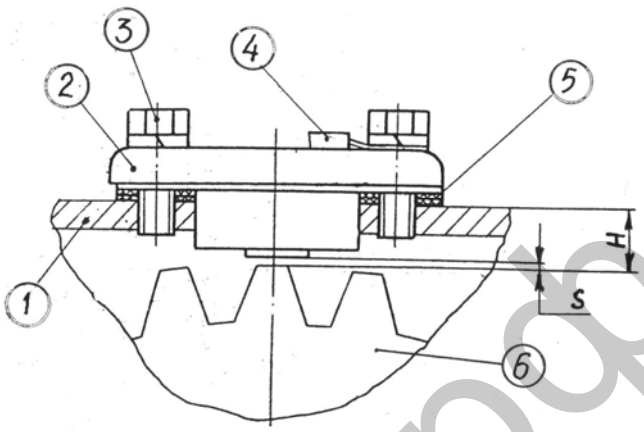

Рис. 6. Установка датчиков скорости:
1.13 Установка и регулировка датчиков скорости (BV1, BV2) (рис. 6)